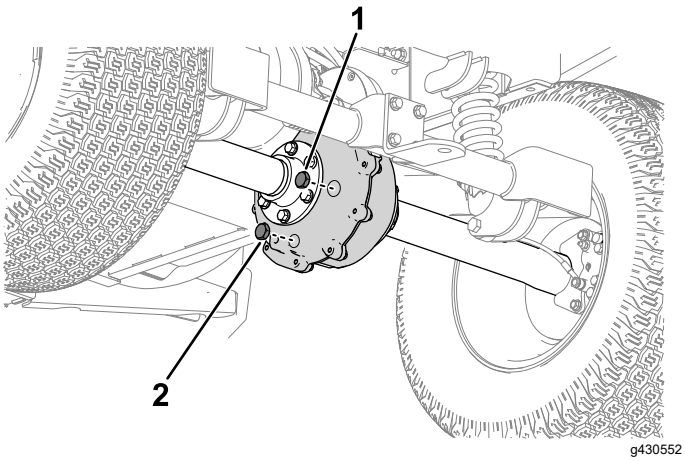

Figur 47
1. Placera ett kärl under växellådans avtappningsplugg (Figur 47).
2. Ta bort påfyllningspluggen (Figur 47).